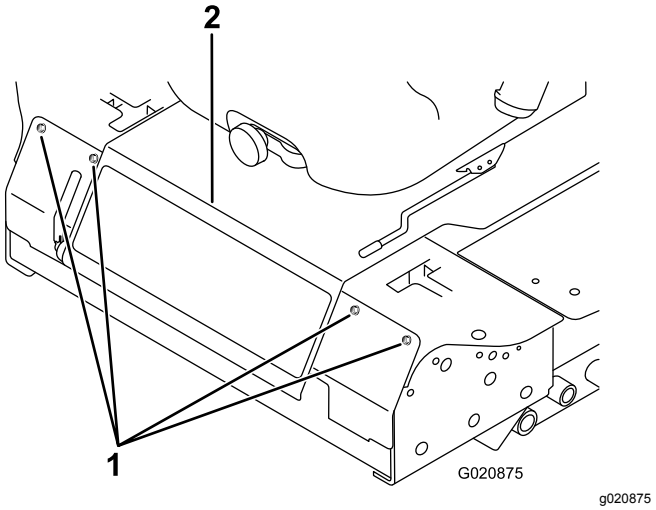

Figur 53
3. Lossa skruvarna som håller fast den främre panelen och ta bort den (Figur 53).